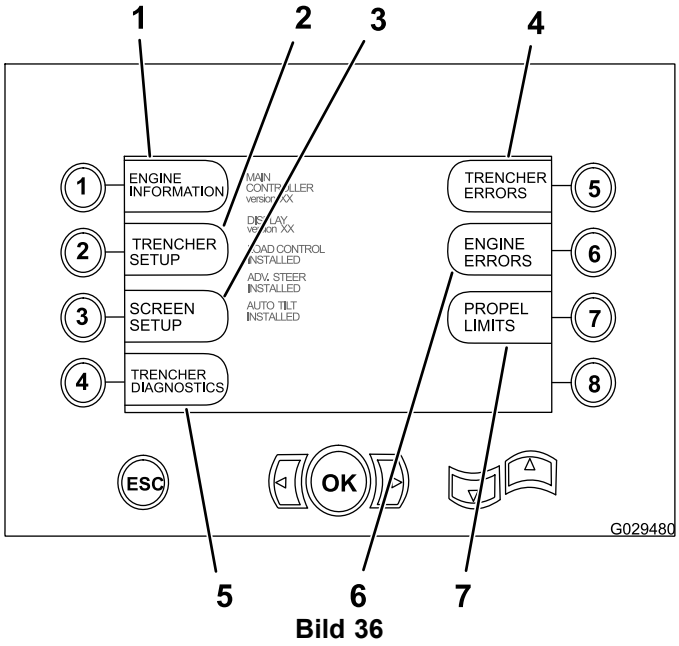

Bild 36
Für den Zugriff auf den Hauptauswahlbildschirm drücken Sie gleichzeitig die Tasten Pfeil-Ab und Pfeil-Auf und lassen sie dann los (Bild 36). Auf diesem Bildschirm kann der Benutzer unter den in Bild 36 angezeigten Funktionsbildschirmen auswählen.
1. Für den Zugriff auf die Einstellungen für die Fahrgeschwindigkeitsbegrenzung drücken Sie die Taste Nr. 7 auf dem Hauptauswahlbildschirm, siehe Bild 36 in Zugreifen auf den Hauptauswahlbildschirm (Seite 32).